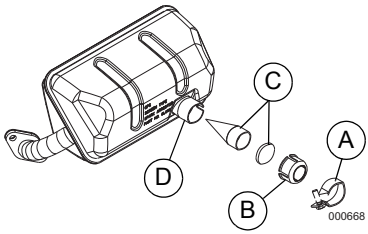

Figura 4-6. Tamiz del supresor de chispas
1. Vea la *Figura 4-6*. Retire la abrazadera (A) para retirar el retenedor (B).
2. Deslice los tamices (C) del supresor de chispas hacia afuera del tubo de salida del silenciador (D).